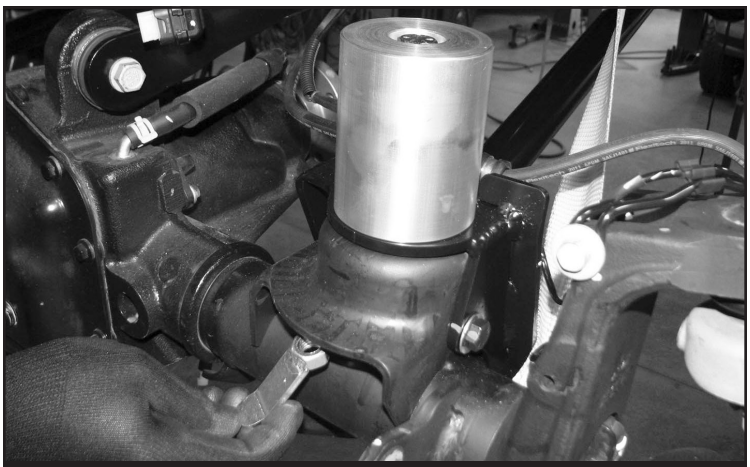

FIGURE 37 - STEP 24
24. Install FT50644 (Bump stop spacer) using the supplied FT50060 (Nut tab) and 1/2” bolt, all from FTS24234 or FTS24235 component box kit. **SEE FIGURE 37**